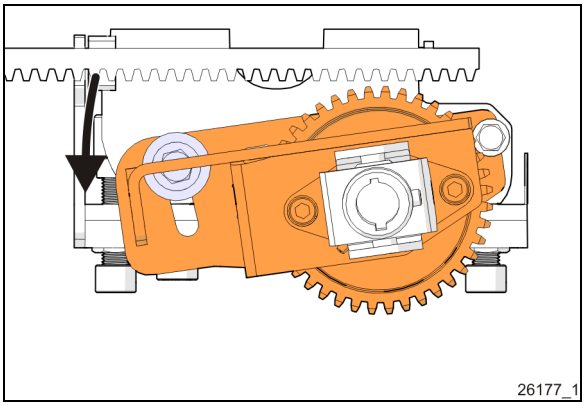

**FIGURE 36: PINION ASSEMBLY ROTATION**
2. Rotate pinion assembly down. (Figure 36)